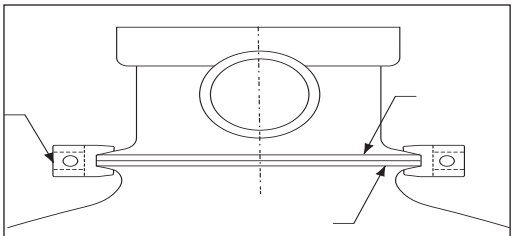
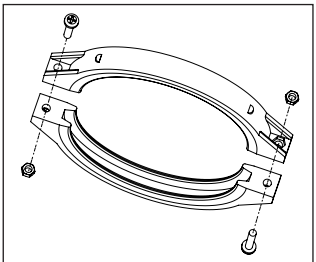

**Figure 1**
**Figure 2**
8. Assurez-vous que la vanne est fermement enfoncée dans le couvercle et que la bride du réservoir et la bride de la vanne se touchent. Reportez-vous à la **Figure 1**.
9. Le collier en plastique peut maintenant être posé. Placez le demi-collier sur la bride de vanne et sur la bride du réservoir comme indiqué à la **Figure 1**. Insérez les vis et écrous dans le demi-collier en vous assurant que les écrous soient situés dans l'emplacement de retenue hexagonal sur les colliers. Reportez-vous à la **Figure 2**.